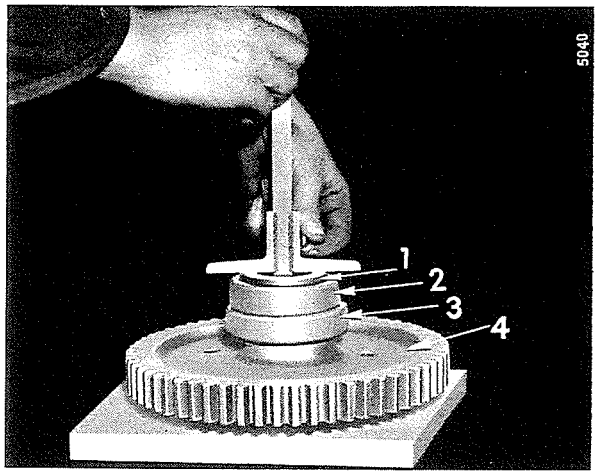

Bild 363
C) Die Höhe der Zahnradnabe, der beiden Kugellager und des Ausgleichringes, Bild 363.